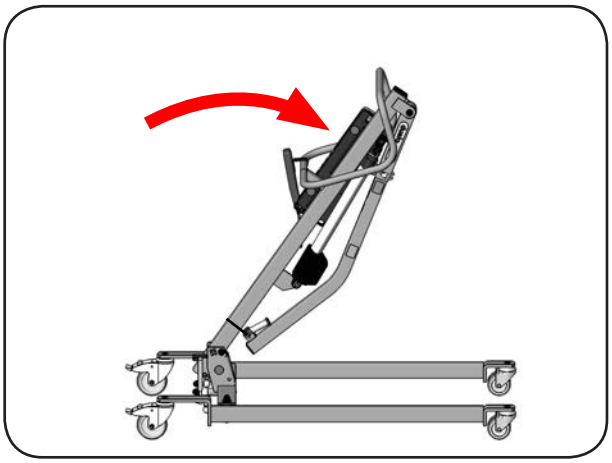

Abbildung 50
3. Entfernen Sie nun an der Standmastaufnahme die SL-Sicherung mit dem Bolzen und klappen Sie den Standmast nach vorne (Abbildung 50).